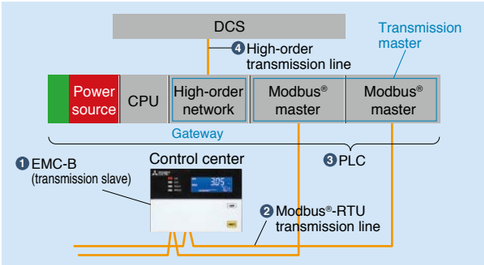

Fig. 2 In the case of redundant Modbus®-RTU
(In Fig. 2, redundancy is from EMC-B to transmission master (❶ + ❷ below))
❶ EMC-B (transmission slave)
❷ Modbus®-RTU transmission line (between EMC-B ⇔ PLC)
❸ PLC (power source, CPU, transmission master, gateway †1)
❹ High-order transmission line (between PLC ⇔ DCS)
(4) Redundant Modbus®-RTU Transmission Control System: A Choice of Two Types to Suit Customer Operations